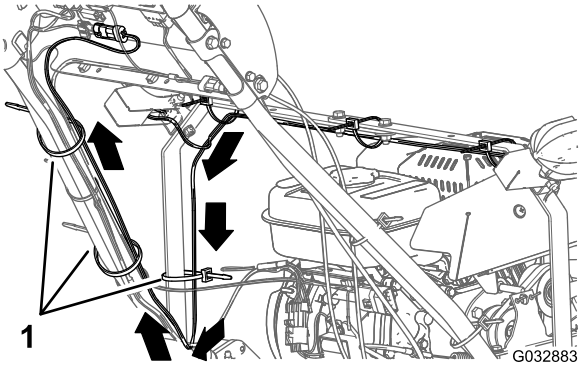

Figur 13
1. Dra lysdiodsatsens kablage nedför ljusstångens vänstra dragband och över till det vänstra styrstångsröret (Figur 13).
2. Dra kablaget uppför det vänstra styrstångsröret till kontrollpanelen (Figur 13).
3. Fäst kablaget på ljusstångens vänstra dragband och styrstångsröret med tre kabelband som i Figur 13.